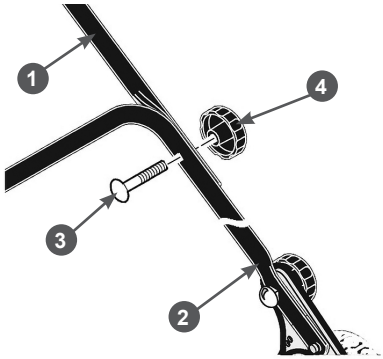

Рис. 5 Крепление верхней части рабочей рукоятки
5. Установите верхнюю часть 1 рукоятки в рабочее положение. Совместите отверстия в верхней 1 и нижней 2 частях рабочей рукоятки, вставьте в образовавшееся отверстие болт 3 и закрутите барашковую гайку 4 (Рис. 5).